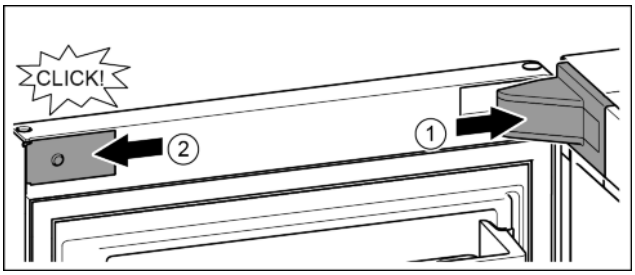

Fig. 20
▶ Afdekking van de lagerbus aanbrengen en vastklikken, en indien nodig, voorzichtig uit elkaar drukken. *Fig. 20 (1)*
▶ Paneel zijdelings aanbrengen en vastklikken. *Fig. 20 (2)*